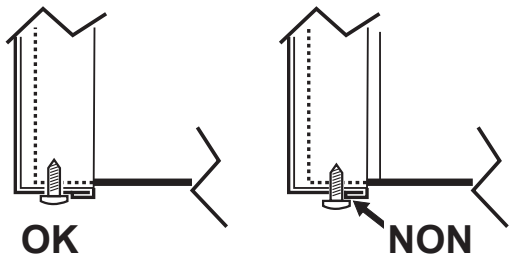

fig. 15 - montage avec vis inférieures
3. Procéder dans l'ordre inverse pour remonter le panneau avant. S'assurer qu'il est fixé correctement au panneau supérieur et complètement en appui sur les panneaux latéraux. La tête de la vis « A », une fois serrée, doit être positionnée comme indiqué en « fig. 15 - montage avec vis inférieures »).